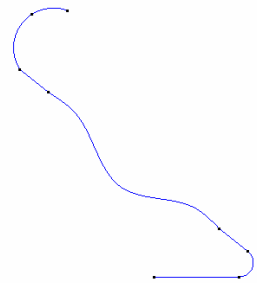

Figure 41. Optimizing the design
12. Send the new profile (See Figure 41) to the "profile" layer and eliminate the auxiliary lines.